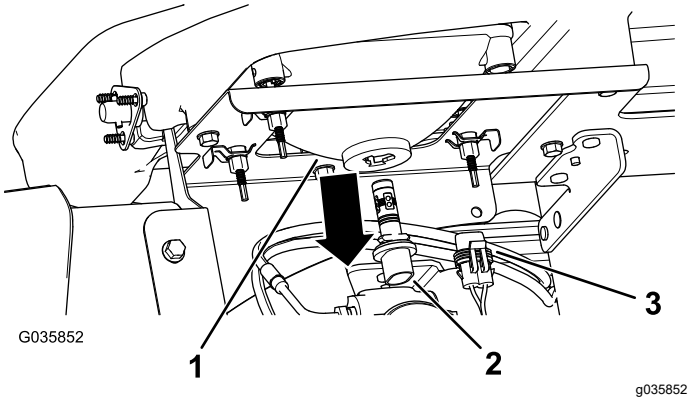

**Figuur 40**
3. Maak de elektrische aansluiting voor de kabelboom los van de lampaansluiting aan de achterkant van de behuizing van de koplamp (Figuur 40).
4. Draai de lamp een kwartslag linksom en duw ze naar achteren, uit de behuizing van de koplamp (Figuur 40).
5. Monteer de nieuwe lamp en de nieuwe behuizing voor de koplamp; lijn de lipjes van de lamp uit met de sleuven in de behuizing van de koplamp (Figuur 40).
6. Bevestig de lamp door deze een kwartslag rechtsom te draaien (Figuur 40).
7. Koppel de elektrische aansluiting voor de kabelboom aan op de aansluiting van de nieuwe lamp (Figuur 40).